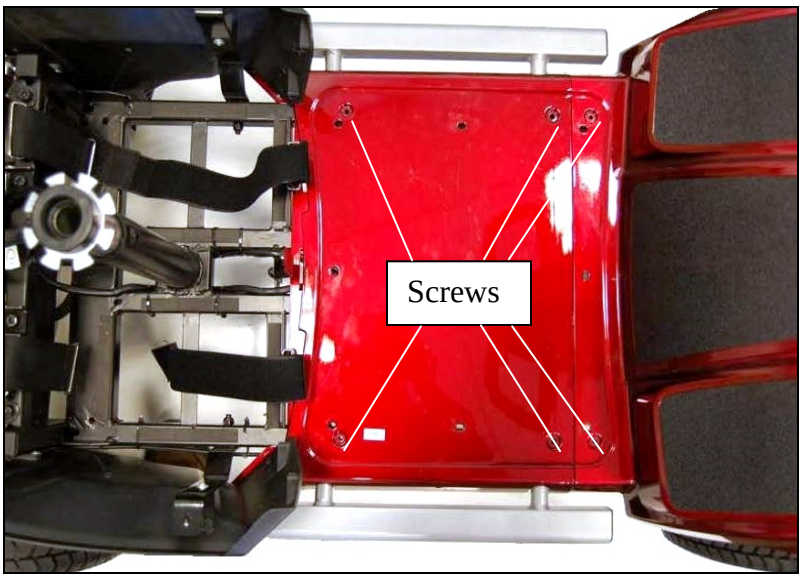

Figure 17. Center Floor Shroud
6) Remove the (6) Phillips screws and (6) 7mm lock nuts under the floor mat. See figure 17.